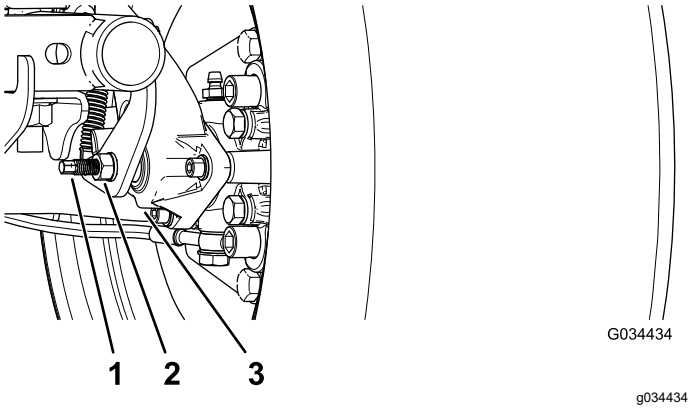

Figur 51
3. Använd två skiftnycklar. Håll justeringsstaven på bromsoket på plats med den ena skiftnyckeln och lossa kontramuttern ett kvarts varv med den andra (Figur 51).
4. Håll justeringsstaven och kontramuttern på plats. Vrid justeringsstaven inåt för att dra åt (Figur 51).
5. När justeringsstaven och kontramuttern sitter på plats lossar du ett kvarts varv (Figur 51).
6. När justeringsstaven och kontramuttern sitter på plats drar du åt kontramuttern (Figur 51).